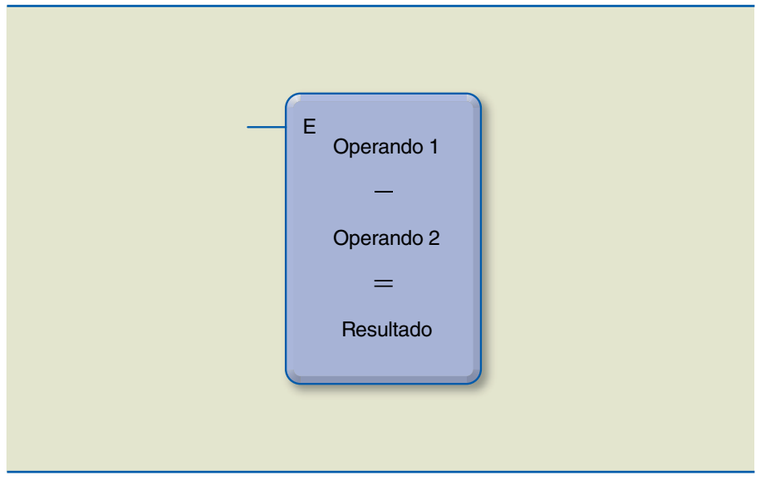

Figura 5.64
Quando essa instrução é habilitada por meio da entrada (E), executa-se a subtração dos operandos (OPR1 – OPR2), colocando o resultado em RES, conforme demonstra a figura 5.64.